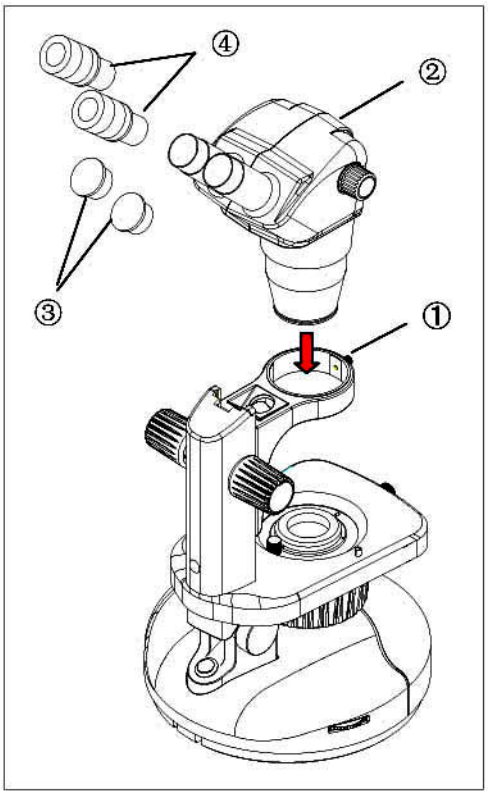

Fig. 1
**Mounting the Stereo Head (Fig. 1)**
**Installing the Eyepieces (Fig. 1)**
Remove the eyepiece dust caps ③ and insert the eyepieces ④ until they stop as shown in Fig. 1.